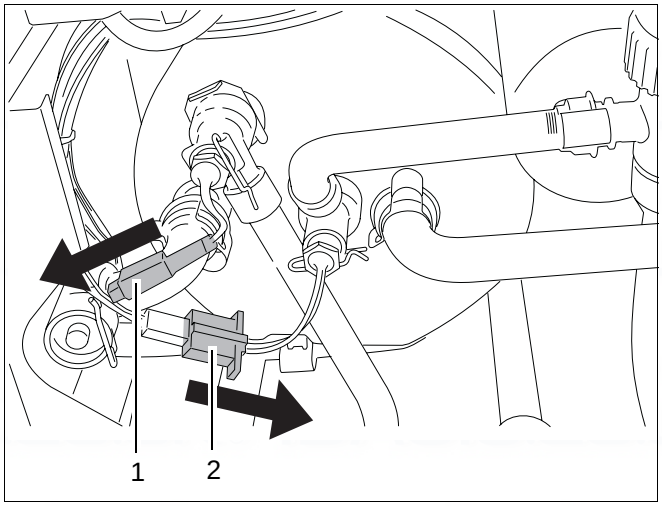

fig. 93 Disconnect plugs of hot water sensors
(→ fig. 93, item 1) or the hot water heat retaining sensor
(→ fig. 93, item 2).